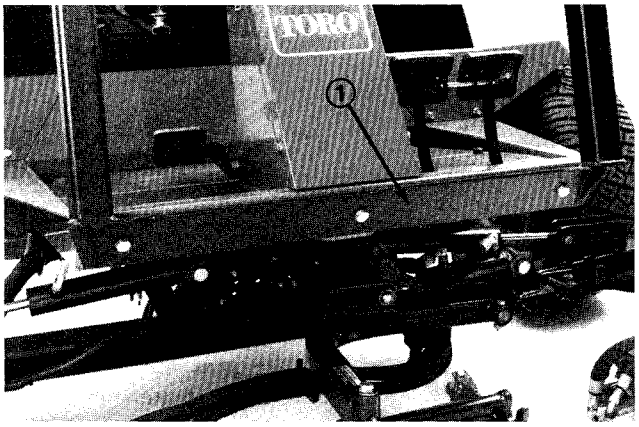

Figure 5
3. Secure front of roll bar to frame with (3) 1/2 x 13 – 1–1/4" lg. capscrews, 1/2" flatwashers, 1/2" lockwashers and 1/2 –13 locknuts (Fig. 5). Tighten all fasteners securely.